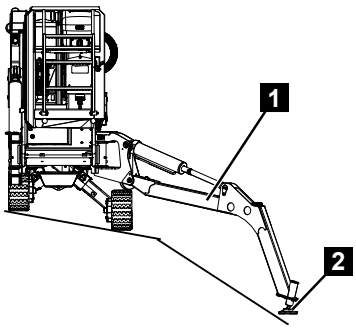

Fig. 113
2. For safety, set one outrigger on the slope side (Fig.113/1) to the wide bracing variant.
3. Manually lower the desired outrigger and ensure that the bracing pad (Fig.113/2) does not touch the ground, .